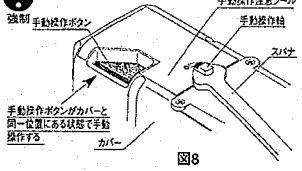
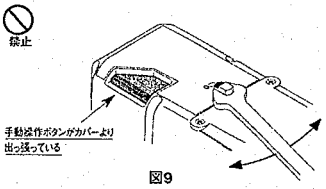

図8
図9
①電源を切ってください。
②手動操作ボタンをカバーと同一位置まで押し込み、その状態を保持してください。（図8）
③手動操作ボタンを押し込んだ状態のまま、手動操作軸にスパナをかけ、ゆっくりまわしてください。手動操作ボタンがカバーと同一位置まで完全に押し込んだままであれば、バルブの手動操作は滑らかに行えます。
注）（図8）のように手動操作ボタンがカバーより出っ張った状態で手動操作は行わないでください。ギアや手動軸が破損する恐れがあります。手動操作ボタンがカバーと同一位置まで押し込めない場合は、自動運転によりギアがきつく噛み合っています。一度手動操作軸を手動操作したい方向と逆方向にわずかに戻してから（図9の矢印）、手動ボタンを押し込んでください。